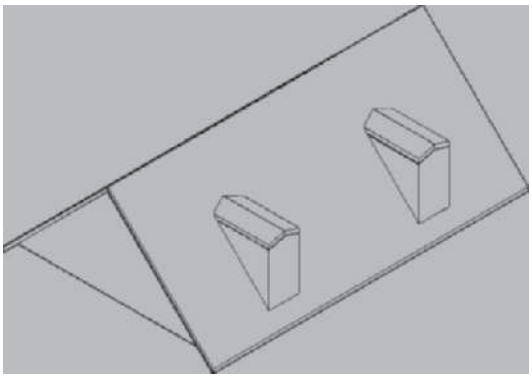

FIGURE 7.65 *Completed roof slab edit*
19. Select the View tab, choose **3D Hidden** from the Visual Styles flyout menu of the Visual Styles panel of the View tab to view the roof as shown in Figure 7.65.